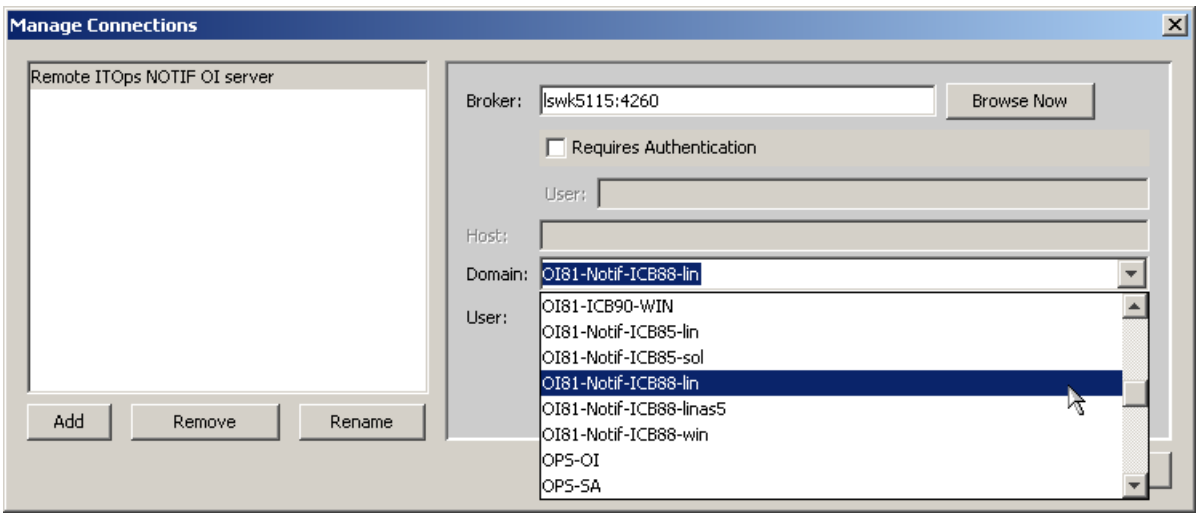

Figure 62 Selecting a domain in the Manage Connections dialog box
- Click **Browse Now** and select a domain in the **Domain:** drop-down list as shown in Figure 62 on page 90.